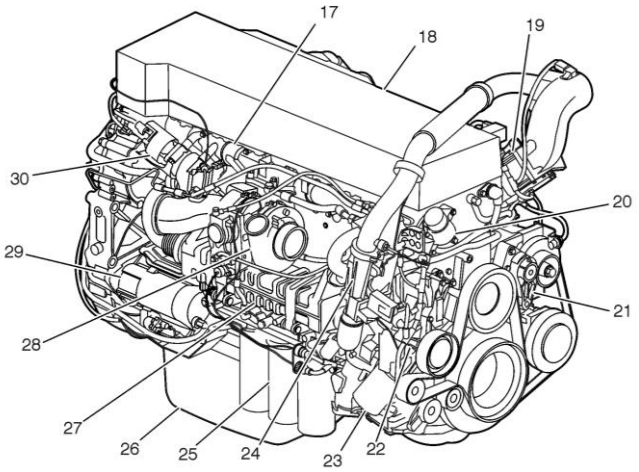

FIGURE 1 : VUE D'ENSEMBLE DU MOTEUR D13H, CÔTÉ TURBOCOMPRESSEUR
3. Accéder au démarreur (pièce 29 sur la FIGURE 1) du côté du turbocompresseur (côté gauche).